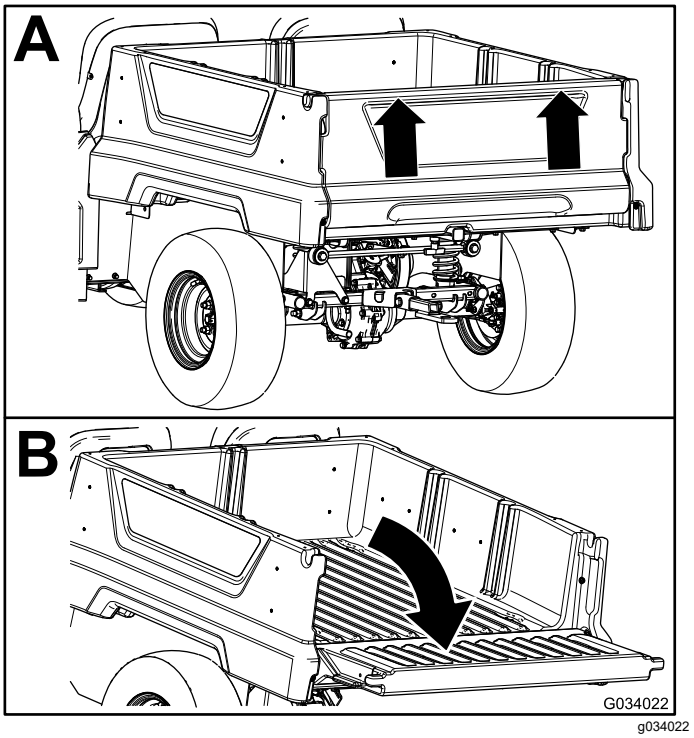

Figur 21
2. Sätt båda händerna på greppet nära flakskyddets ovansida och fäll upp flakskyddet (Figur 21).
3. Fäll ned flakskyddet tills det är i nivå med lastflakets botten (Figur 21).